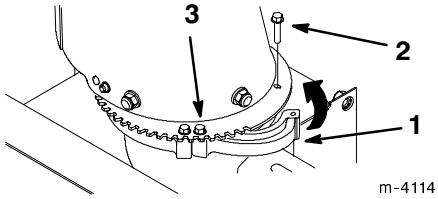

Figur 12
5. Rotera den lösa utkastarhållaren inåt över utkastarringen och fäst den med en skruv nr. 10-4 x 5/8 tum (1,5 cm) (figur 12).
6. Dra åt de andra skruvarna för att säkra utkastarhållaren (figur 12).